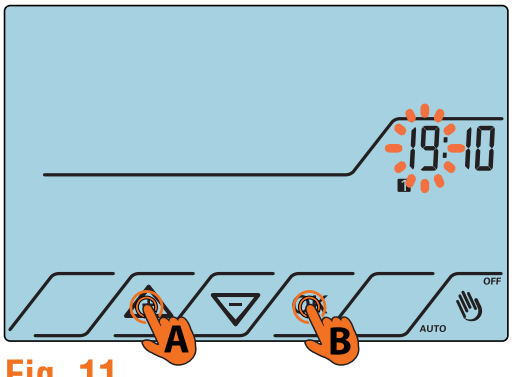

Fig. 11
4. Premere il tasto **OK**, le cifre dei minuti lampeggiano. Usare i tasti △ o ▽ per modificare i minuti (Fig.11).